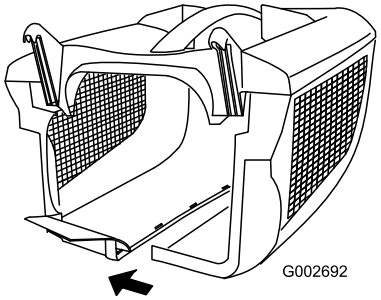

Figur 9
3. Start bak, innrett og skyv de restererende av sidehektene sammen (Figur 9).